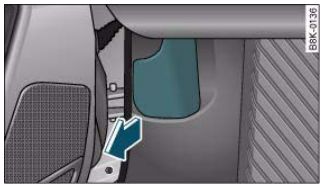

Fig. 221 Detail of foot-well on driver's side: Release lever
– Pull the lever under the dashboard in the direction indicated (arrow) ⇒ fig. 221.